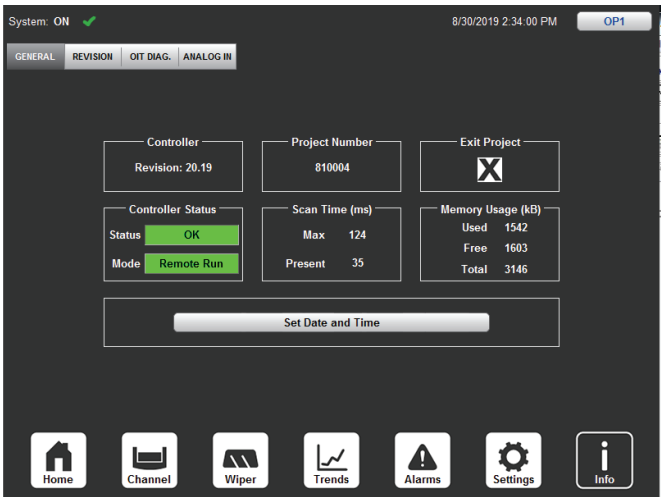
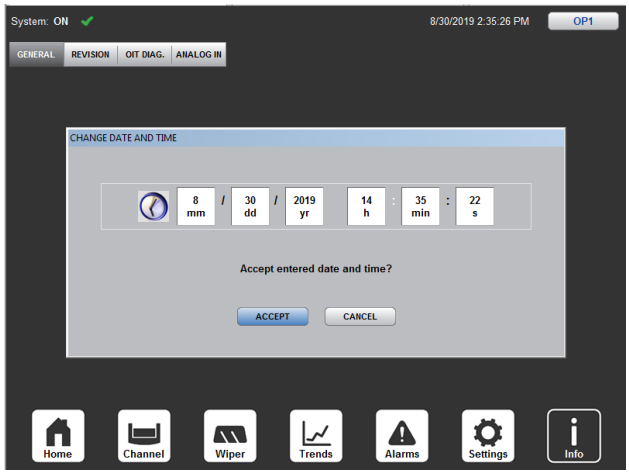

Figure 53 Info - General - OP1
Figure 57 Date and Time Pop-Up
1. Info Screen ⟶ Select the 'GENERAL' tab (Figure 53) ⟶ Select 'Set Date and Time' to open the Date and Time Pop-up Screen (Figure 57).